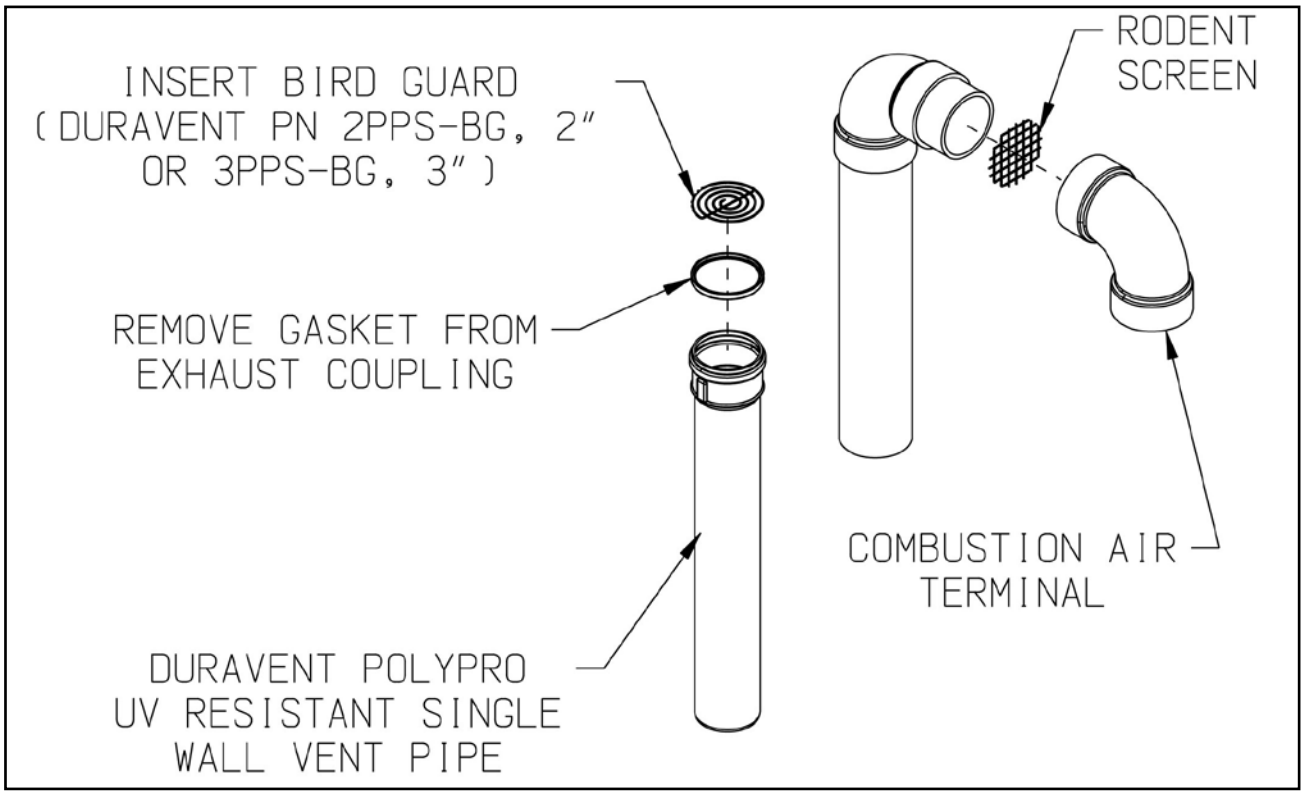

Figure 7.36: Installation of Duravent PolyPro UV Resistant Single Wall Vertical Terminal
a. See Figure 7.36 for the proper orientation of twin pipe vertical terminals.
c. A 180° bend (or two 90° elbows) are installed on the top of the air intake pipe. If two 90° elbows are used, the rodent screen provided can be installed between them (Figure 7.36). If a 180° bend is used, install the rodent screen in the open side of the bend, using a ring made of PVC pipe. If desired, the termination fittings can be attached to the end of the intake pipes with field supplied stainless steel screws so that they can be later removed for cleaning and inspection. If this is done, drill a clearance hole in these fittings and a tap hole in the end of the intake pipes to accept these screws.